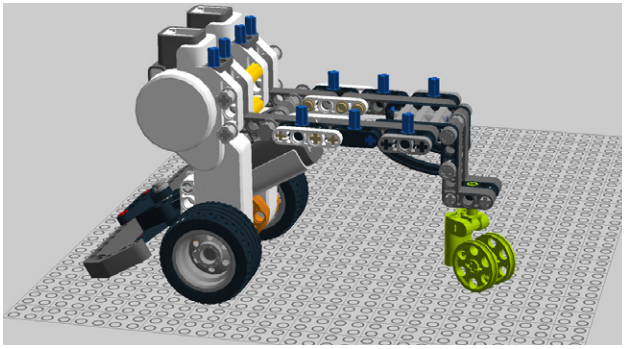

Figure 1-56. *Step 52: Connecting the rear wheel*
52. Connect the rear wheel as shown in Figure 1-56.